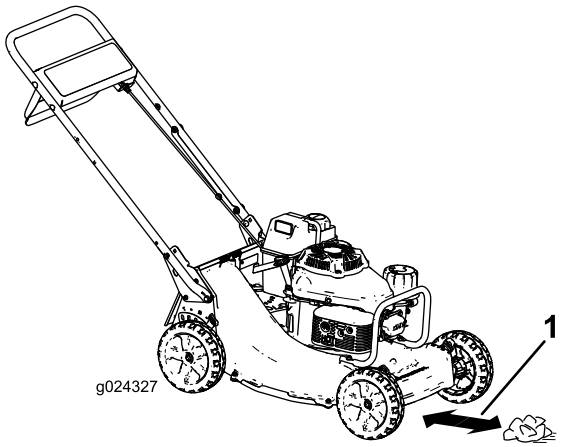

Figur 15
4. Placera tidningspappersbollen ca 13 cm framför gräsklipparen (Figur 15).